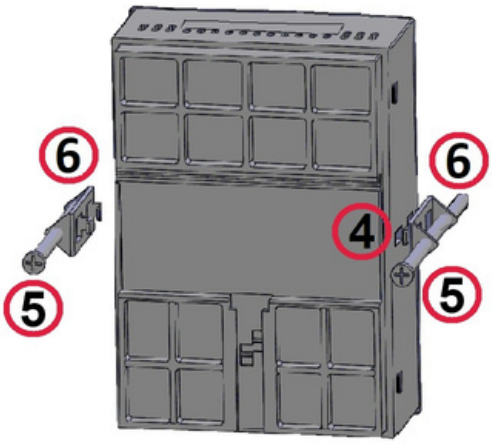

Figure 8: Securing the device to the panel
- **Double-claw metal brackets (x2) and M4 YSB 60mm screws on the sides, as illustrated in Figures 8 and 9.**